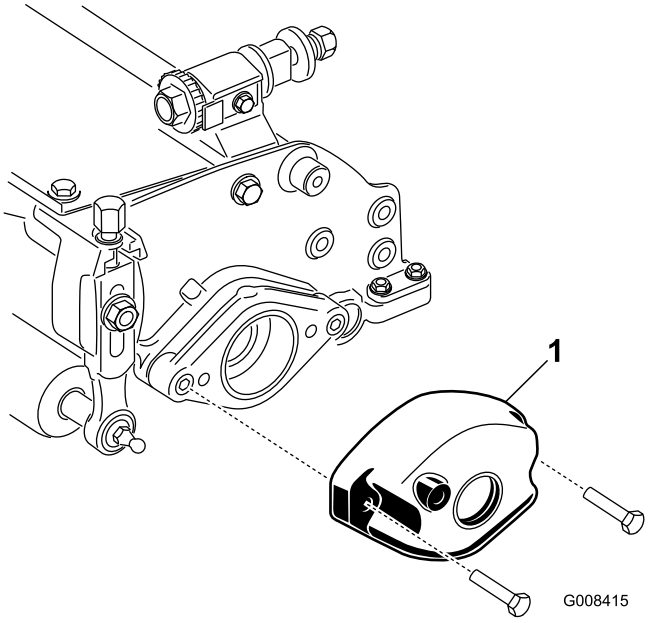

**Figura 2**
5. Retire los 2 pernos y las 2 tuercas que sujetan el contrapeso al extremo izquierdo de la unidad de corte, y retire el contrapeso (Figura 2).